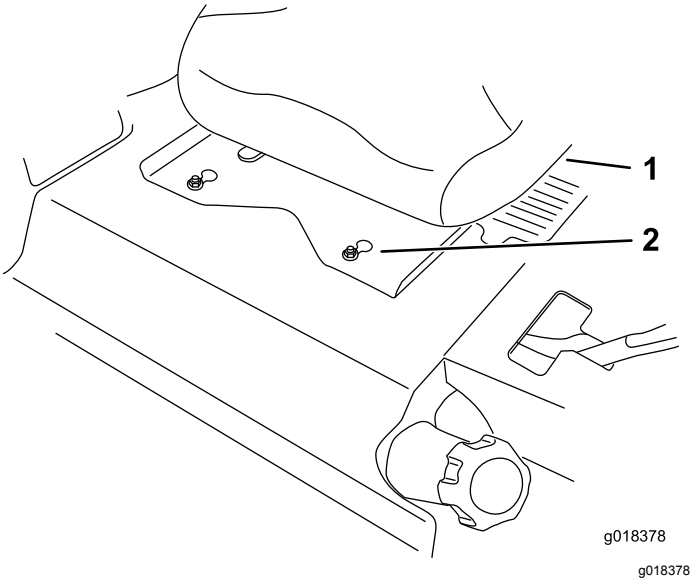

図 67
7. 座席と座席プレートを前にスライドさせて、前ナットをキーホールに通す図 67。